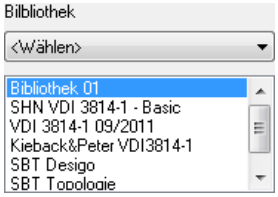

Bild 27.27 – Die Bibliothek ist aus der Liste verschwunden
- Bestätigen Sie sie, so wird die Bibliothek gelöscht, ihr Name verschwindet aus der Rubrikenliste (Abb. 27.27).